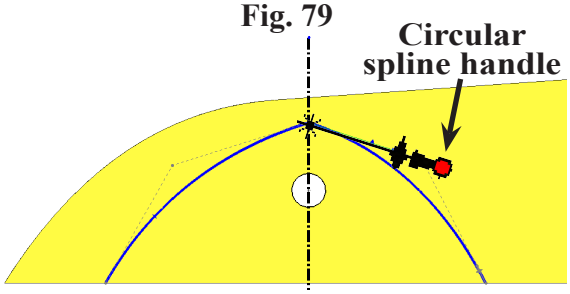

Fig. 80
Step 12. Click the second spline and grab the Circular Spline handle ● (small gray dot) at right endpoint, **Fig. 80** and pull up to adjust spline.